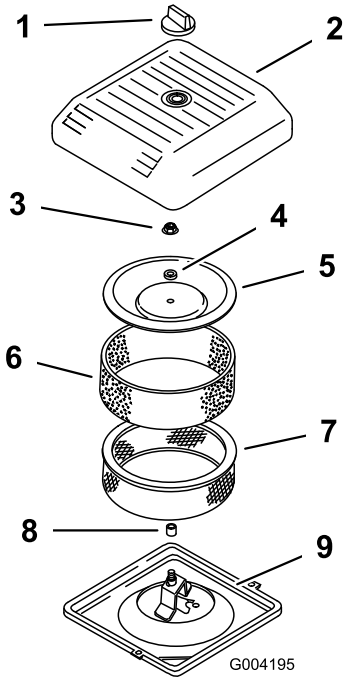

**Figur 15**
2. Skru knappen af, og fjern luftfilterdækslet (Figur 15).
3. Skub forsigtigt skumforfilteret ud af papirindsatsen (Figur 15).
4. Skru dækselmøtrikken af, og fjern dækslet, afstandsklodsen og papirfilteret (Figur 15).
2. Placer luftfilteret på luftfilterfoden (Figur 15).
3. Monter dækslet og afstandsklodsen, og fastgør det med dækselmøtrikken (Figur 15). Tilspænd møtrikken til 10,7 Nm.
4. Monter luftfilterdækslet, og fastgør det med knappen (Figur 15).